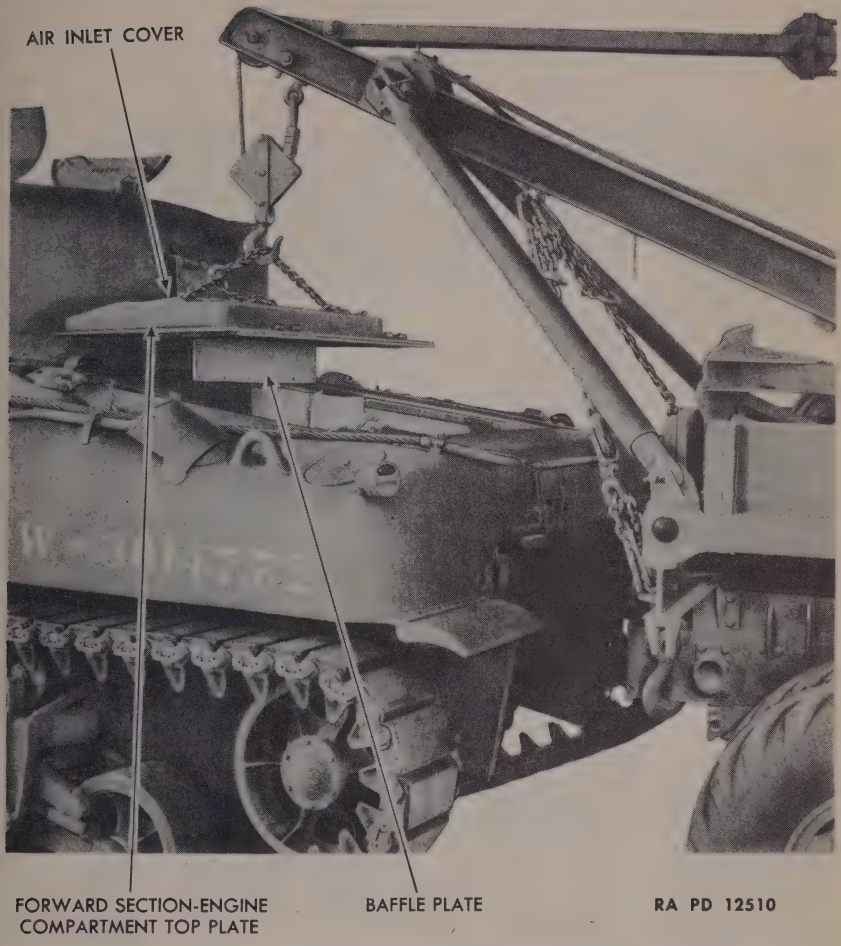

Figure 56—Removing Front Section of Engine Compartment Top Plate
(3) Removing Front Section of Engine Compartment Top Plate (fig. 56).
(c) Pass a chain under the air inlet cover and lift the plate off with a wrecker (fig. 56).